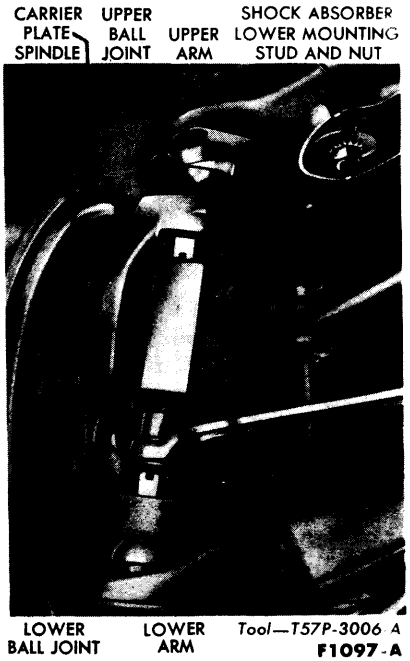

FIG. 2—Loosening Ball Joint Stud
4. Remove the cotter pin and loosen the upper ball joint stud nut. Place a box wrench over the lower end of tool T57P-3006-A, and position the tool as shown in Fig. 2. **The tool should seat firmly against the ends of both studs, and not against the lower stud nut.** It may be necessary to remove the cotter pin from the lower ball joint stud, if the cotter pin prevents the tool from seating on the lower stud.
6. Position a box wrench over the lower end of tool T57P-3006-A and position the tool as shown in Fig. 2. **The tool should seat firmly against the ends of both studs, not against the stud nuts.**